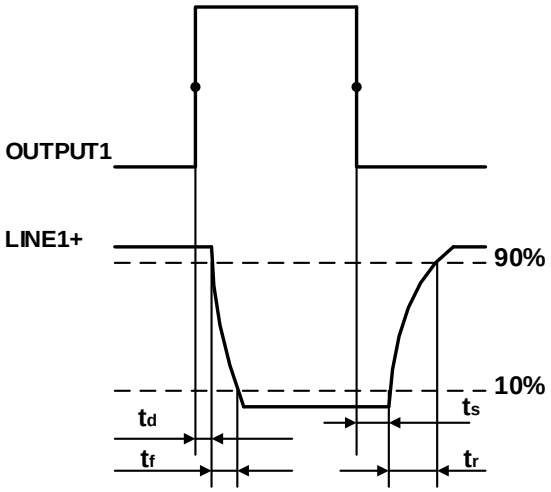

图 7-6 光耦隔离输出电路参数
- 上升沿延时=tr+td：<50μs (0℃~45℃)，参数说明见图 7-6
- 下降沿延时=ts+tf：<50μs (0℃~45℃)，参数说明见图 7-6
- 上升沿延时=tr+td：<20μs (0℃~45℃)，参数说明见图 7-6
- 下降沿延时=ts+tf：<20μs (0℃~45℃)，参数说明见图 7-6